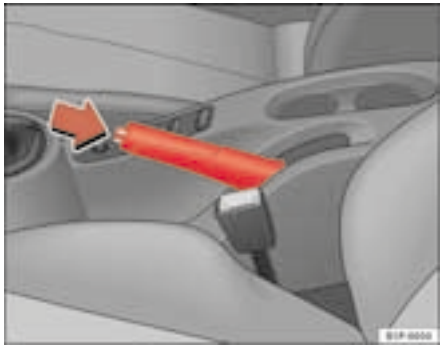

Fig. 121 Handbrake between the front seats
– Pull the handbrake lever up firmly ⇒ fig. 121.
– Pull the lever up slightly and press the locking knob in the direction of the arrow ⇒ fig. 121 and guide the handbrake lever down fully. ⇒ ⚠.